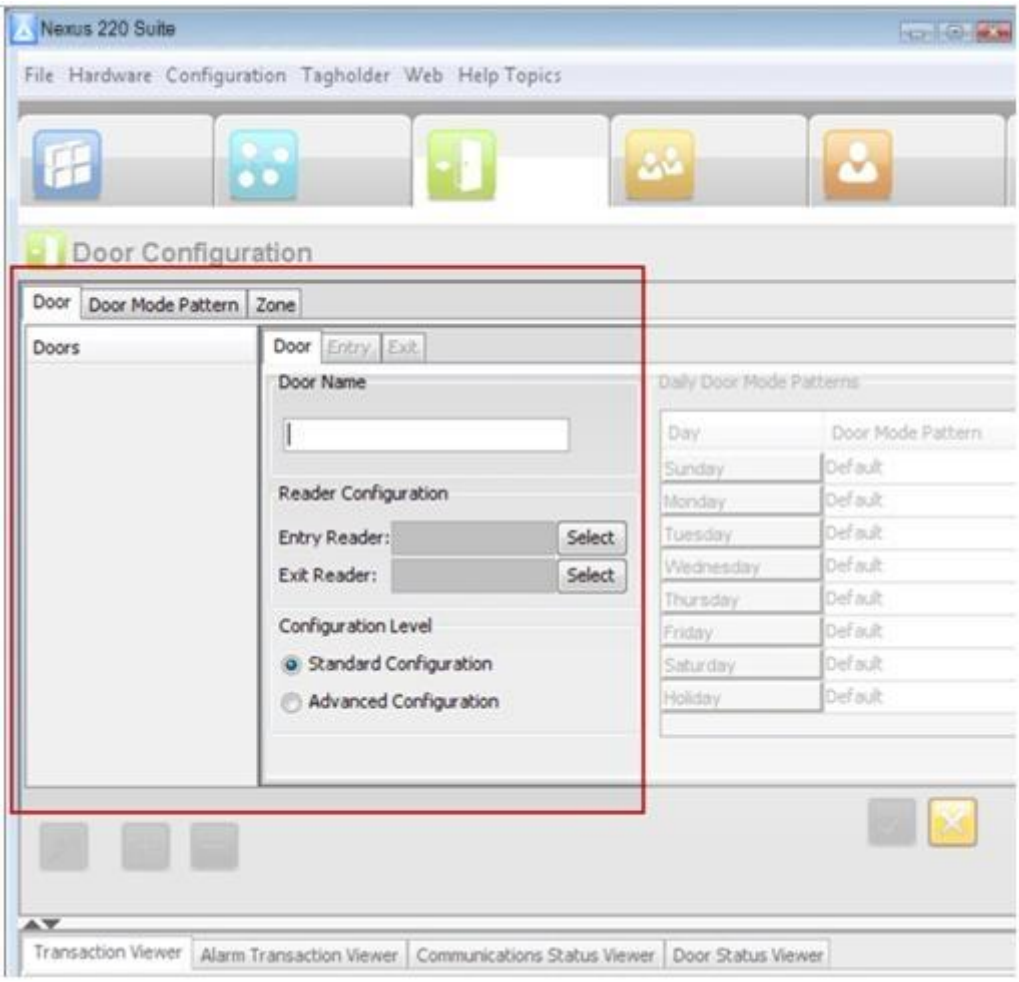

Figure 5 – Left-hand Side of the Door Configuration Pane
1. In the **Reader Configuration** group (see Figure 5), alongside the **Entry Reader** textbox, click the **Select** button.